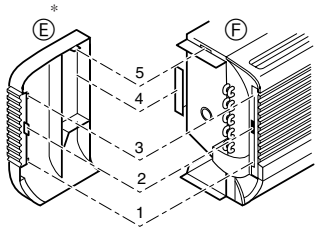

Fig. 3-8
* Конструкция боковой панели и корпуса прибора (Fig. 3-8)